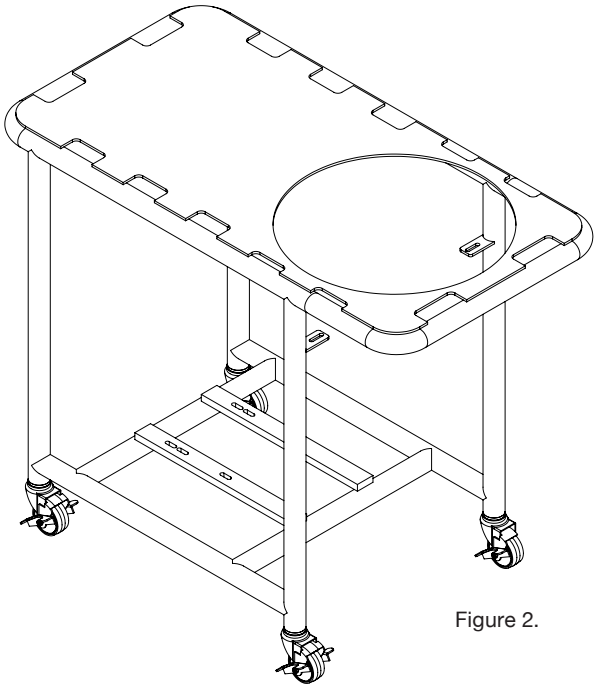

Figure 2.
6b. Check that the QDB table (T) has installed the wheels (W) and is clear for assembling the QIM (Q) on it. If the wheels are not installed, then install them. Assembly the QIM to the motor (M). Follow the instructions described on sections 2 thru 5 to do this. **Figure 2.**